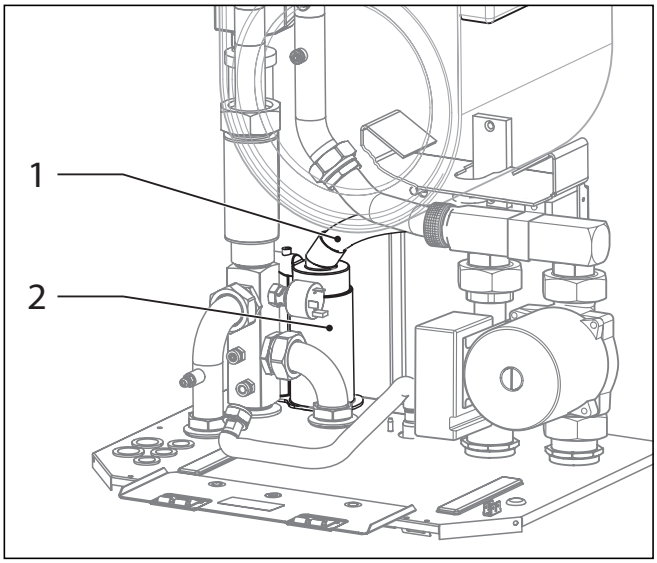

Рис. 7.5 Очистка каналов слива конденсата (1)
Для промывки PWT можно использовать соединительную угловую муфту и гофрированную трубу. Снимите их с сифона (2, рис. 7.5) и оставьте скобы и соединительную угловую муфту на PWT.
Для очистки каналов слива конденсата можно демонтировать шланг слива конденсата с первичного теплообменника (1, рис. 7.5) и весь сифон (2). После этого можно очистить оба узла в демонтированном состоянии.